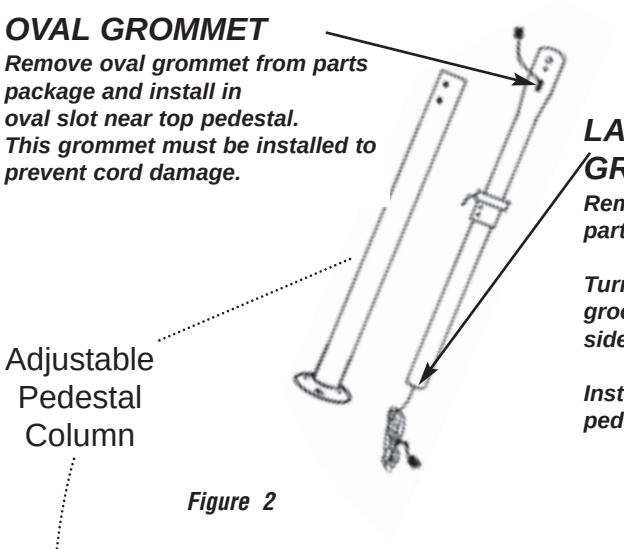

*Figure 2*
1. Remove 2 sections of adjustable pedestal column from carton. Remove oval grommet from parts package and install in oval slot near top of pedestal column. Remove large round grommet from parts package. Turn grommet "inside out" so that the grove is on the inside and the smooth side is on the outside. Install grommet over bottom lip of pedestal column. Feed power cord down through top of black section (end with screw holes). Slide adjustment collar into black section, align screw holes and secure. Secure adjustment collar to lowest height for assembly. (See Figure 2)